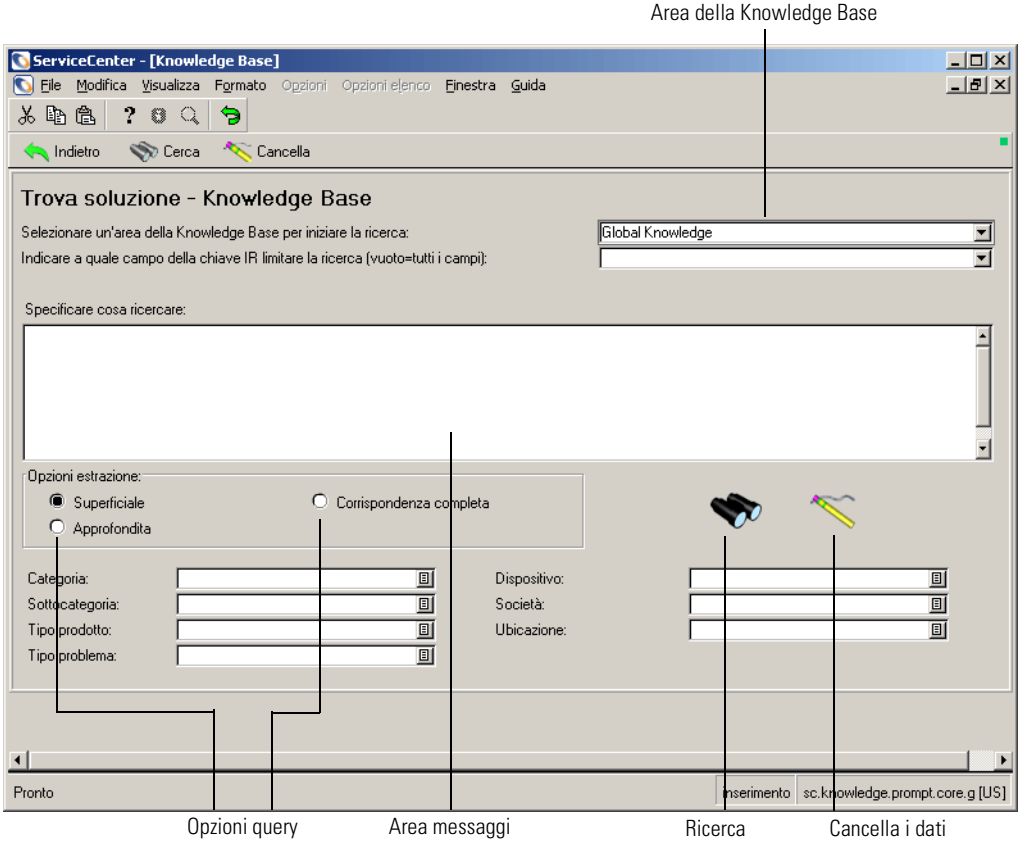

Figura 3-11: Modulo di ricerca Knowledge Base
- Fare clic su **Cerca nella Knowledge Base** nel menu di Gestione servizi. La Figura 3-11 mostra il modulo di ricerca della Knowledge Base.